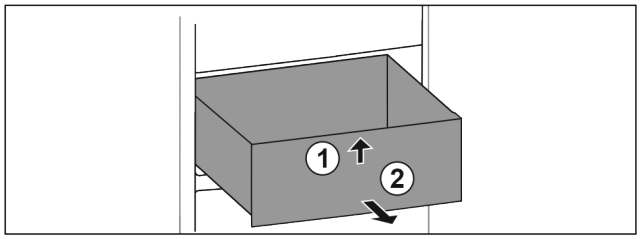

Fig. 113
- ▶ Lift up drawer at the front. *Fig. 113 (1)*
- ▶ Remove drawer to the front. *Fig. 113 (2)*